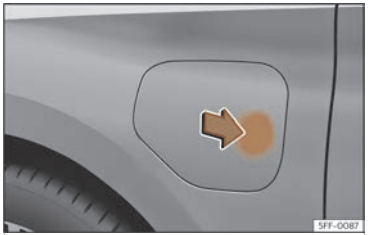

Fig. 62 Opening the charging socket cover.
- Press the battery's charging socket cover in the area of the arrow to open it ››› **Fig. 62**.